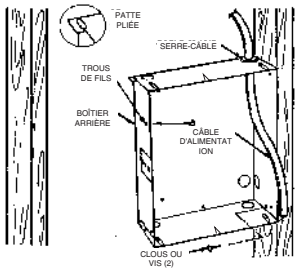

Figure 1
1. Déterminez quel côté du boîtier arrière doit être placé contre un poteau mural, et courbez les pattes aux angles arrière à 90° de façon à ce que le boîtier arrière soit d'équerre avec le poteau après l'installation. (Voyez la Figure 1).
3. Positionnez le boîtier arrière contre le côté d'un poteau mural et fixez-le avec des clous ou des vis comme c'est montré en Figure 1.
REMARQUE : Des avant-trous pour vis de tôlerie de #8 ont été fournis sur les côtés du boîtier arrière Une fois que la finition de mur aura été posée, enfoncez une vis de tôlerie de #8 (M4) (de longueur recommandée de 1" ou 25 mm) au travers du côté du boîtier qui n'est pas fixé au poteau mural. Cela empêchera le boîtier arrière d'être extrait au moment de l'installation du radiateur (Vor la Figure 1)